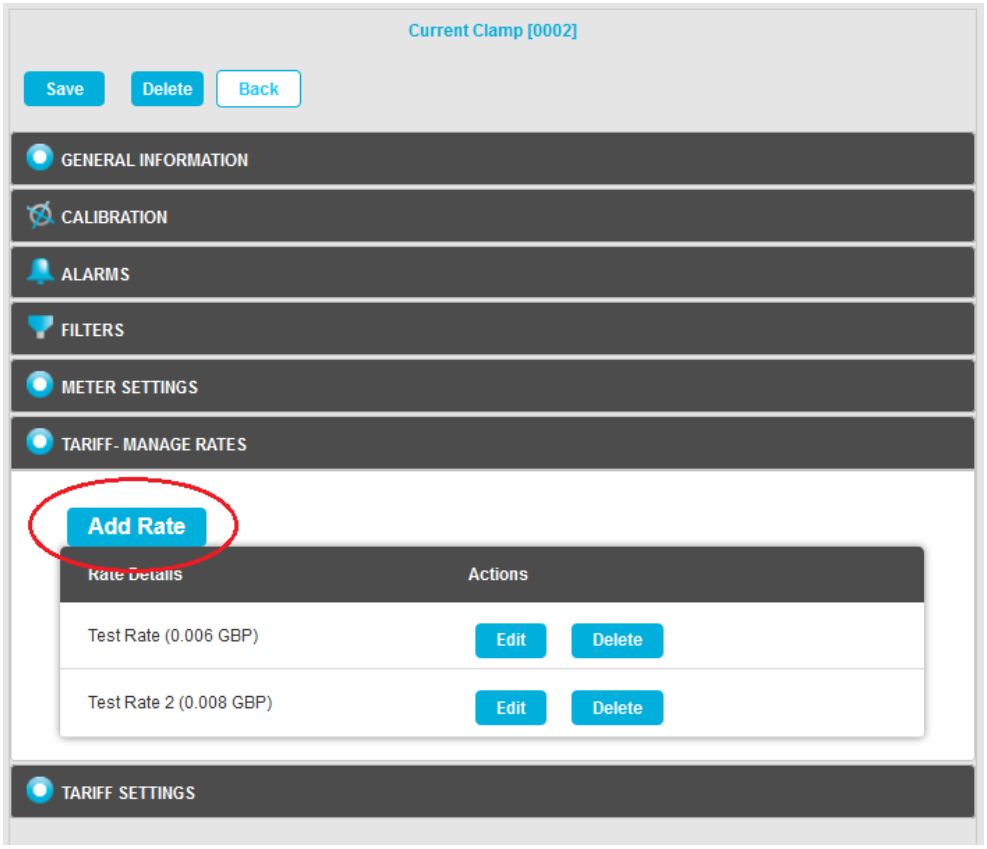

Figure 29
➢ The **TARIFF-MANAGE RATES** pane is displayed. See Figure 29 below:
4. Click on the **Add Rate** button. See Figure 29 above.